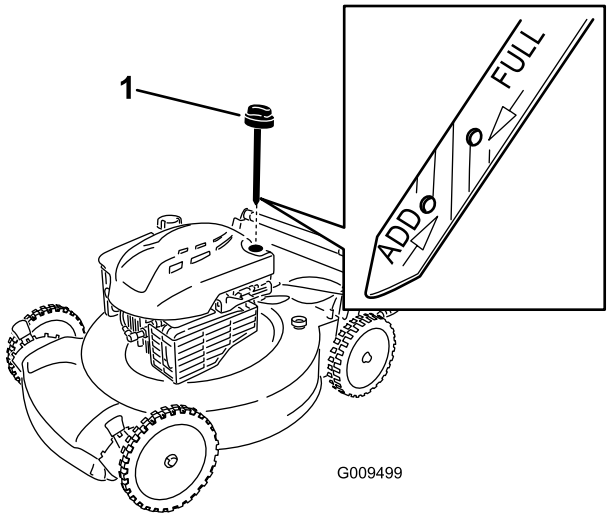

Figura 5
2. Rimuovete l'asta di livello (Figura 5) e versate nel tubo di riempimento una quantità d'olio pari a circa 3/4 della capacità del carter.
5. Rimuovete l'asta di livello e controllate il livello dell'olio sulla stessa; vedere Figura 5.